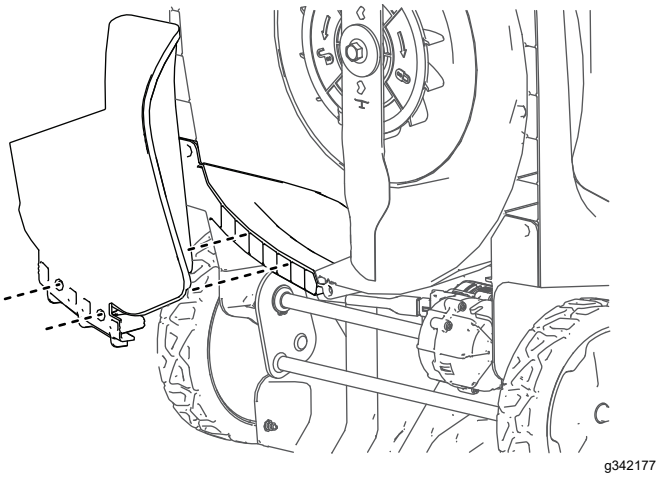

**Figura 13**
4. Allineate il tappo mulching e premete il fondo del tappo fino a quando questo non scatta in posizione nei 2 perni di fissaggio come mostrato nella Figura 13.